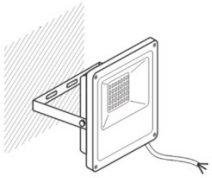

Рисунок 2 – Монтаж светильника.
5.3. Установите прожектор на поверхности при помощи скобы с крепежными отверстиями (Рисунок 2). Отрегулируйте угол наклона прожектора винтами осевого крепления на корпусе.